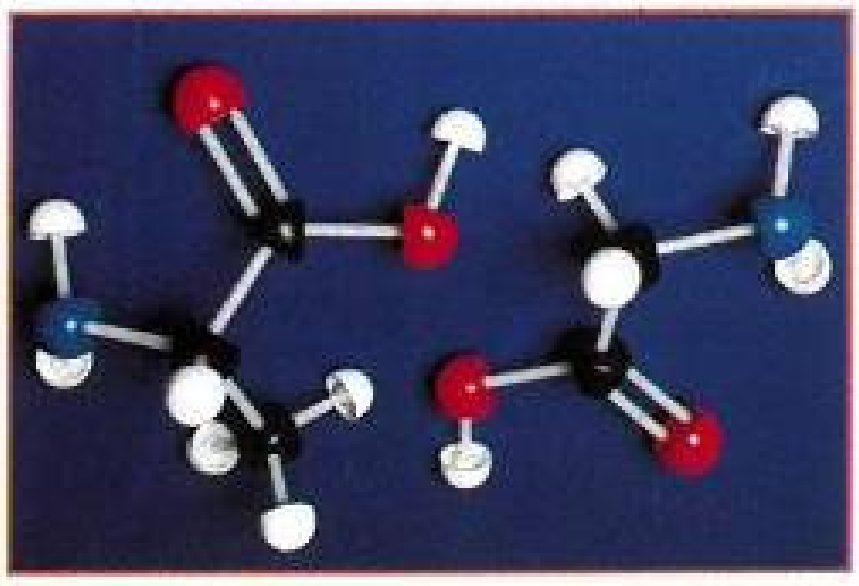

Figure 12.6
- **Neutral amino acids.** The R group does not contain an acidic or a basic functional group (Fig. 12.6).